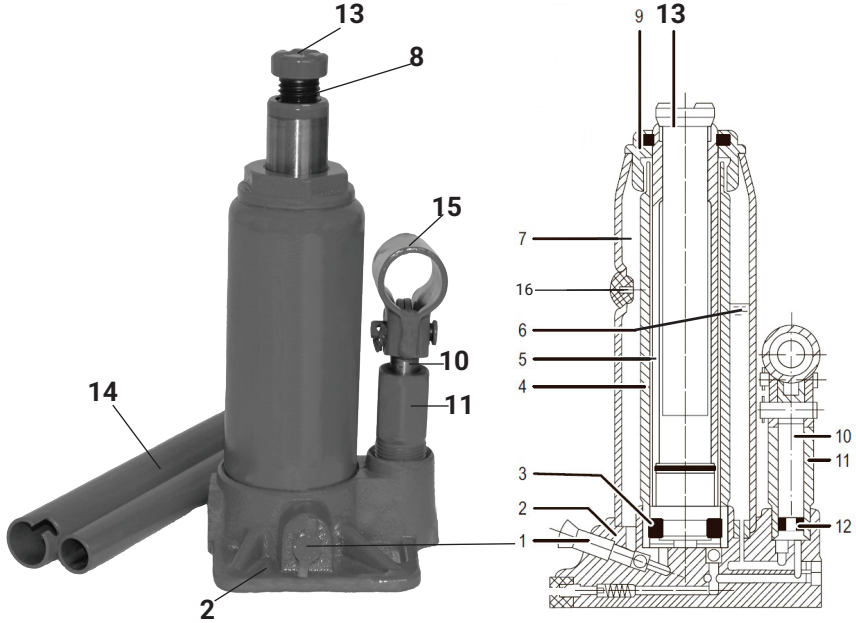

рис.1
6. Общий вид домкрата представлен на рис. 1
2. Установите рукоятку домкрата (рис.1 поз. 14) на перепускной клапан (рис.1 поз. 1) и откройте его, вращая рукоятку против часовой стрелки.
3. Переведите поршень и плунжер домкрата в крайнее нижнее положение. Извлеките резиновую заглушку (рис.1 поз. 16) масляного резервуара. Очистите систему от воздуха (см. «Удаление воздуха из системы»). Убедитесь, что уровень масла чуть ниже края маслозаправочного отверстия. Закройте маслозаправочное отверстие резиновой заглушкой. Если уровень масла недостаточный – см. «Добавление масла».